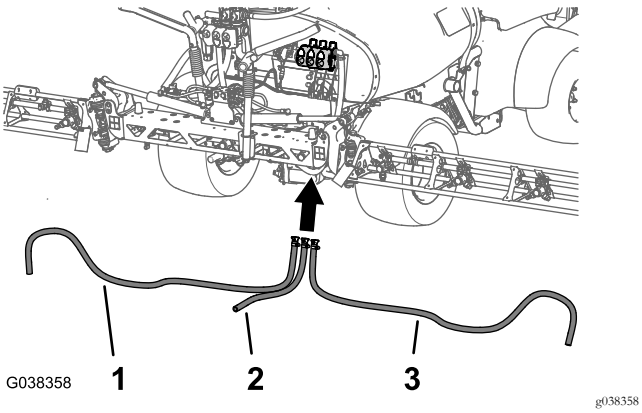

Figura 79
1. Encaminhe os tubos de fornecimento da rampa esquerda, central e direita para as válvulas de secção da rampa como se mostra na Figura 79.